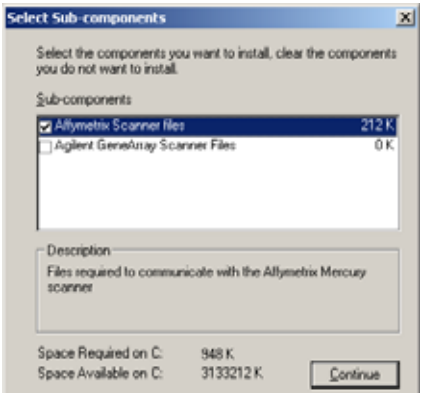

Figure L.7
8. Remove the check from the **Fluidics station and Sealevel card files** box. Select only the **Affymetrix Scanner Files** option. Highlight the **Affymetrix Scanner Files** option and click **Change...** to select the type of scanner. The following dialog box opens and displays the choice of scanners, Affymetrix or GeneArray **(Figure L.7)**.